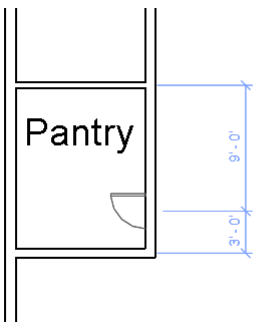

Figure 3-78 *Specifying the location of the pantry door*
b. Add doors by invoking the **Door** tool and selecting the type of door from the **Type Selector** drop-down list, refer to Figures 3-78 through 3-81.
6. Move the cursor close to the interior wall of the pantry area to display the door symbol, as shown in Figure 3-78. Notice that as you move the cursor, the side of the door is changed. Click on the interior wall; the door is created at the specified location along with a tag on it.